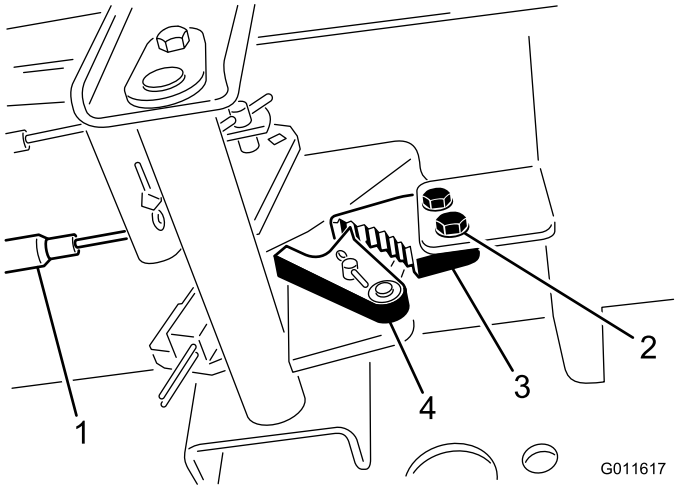

Figur 56
1. Løsn de 2 skruer, der fastgør parkeringsbremsepalen på stellet (Figur 56).
2. Tryk parkeringsbremsepedalen frem, indtil parkeringsbremselåsen kobler helt ind på bremsepalen (Figur 56).